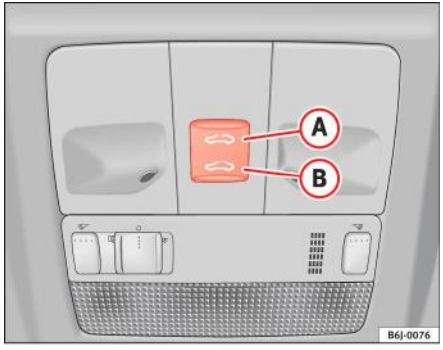

Fig. 48 Trapa panoramică/rabatabilă
– Apăsaţi şi menţineţi apăsat butonul (B) ⇒ fig. 48 ⇒ ⚠. Trapa începe să se închidă şi se opreşte doar la eliberarea butonului.